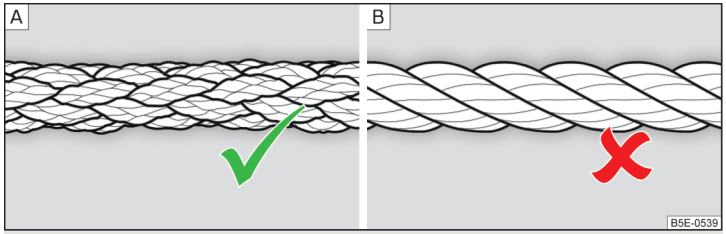

Fig. 232 **Cable para remolcar trenzado / Cable para remolcar en espiral**
Para remolcar debe utilizarse un cable para remolcar trenzado » fig. 232 - A.
- Para remolcar no debe utilizarse ningún cable de remolque en espiral » fig. 232 - B, la argolla de remolque puede desenroscarse en el vehículo. - ¡Existe peligro de accidente!